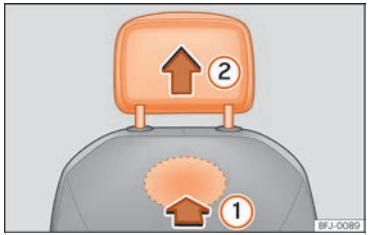

Fig. 69 Reposacaps davanter: desmuntatge.
- Per desbloquejar-lo, busqueu el rebaix situat a la part posterior del respatller per la zona marcada i premeu en el sentit de la fletxa ››› fig. 69 (1).
- Traieu el reposacaps en el sentit de la fletxa (2).